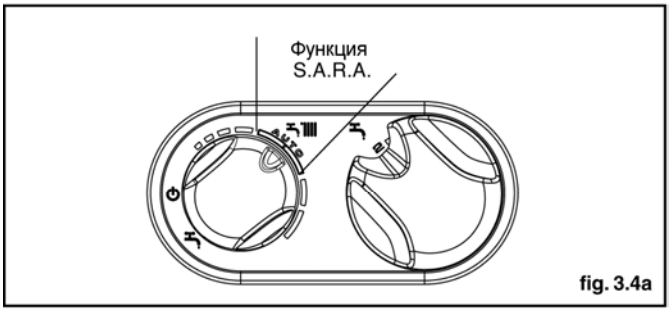

fig. 3.4a
Функция S.A.R.A. (Система Автоматического Регулирования Температуры в помещении) – рис. 3.4a
- Быстро мигает, загораясь на короткое время (с частотой раз в 0,1 секунды), вход/выход функции S.A.R.A. (Система Автоматического Регулирования Температуры в помещении) – рис. 3.4a.